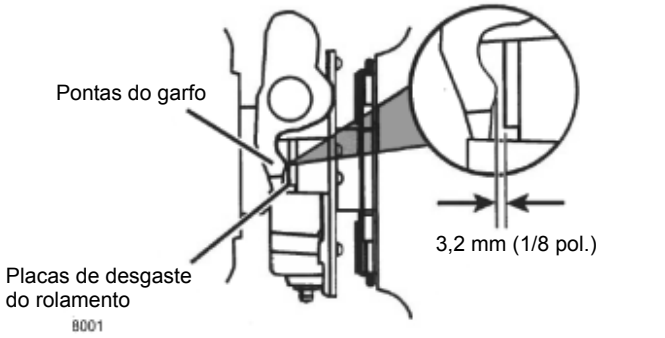

FIGURA 7-29
- O parafuso de ajuste está com uma folga de desgaste de 1,6 a 3,2 mm (1/16 a 1/8 pol.) como mostrado, (Figura 7-29).
11. Verifique a folga: Verifique a distância entre as pontas do garfo e as placas de desgaste do rolamento. Isso deve ser 3,2 mm (0.125 pol.) (Figura 7-29). Para alterar a folga, ajuste o batente superior do pedal na cabine.